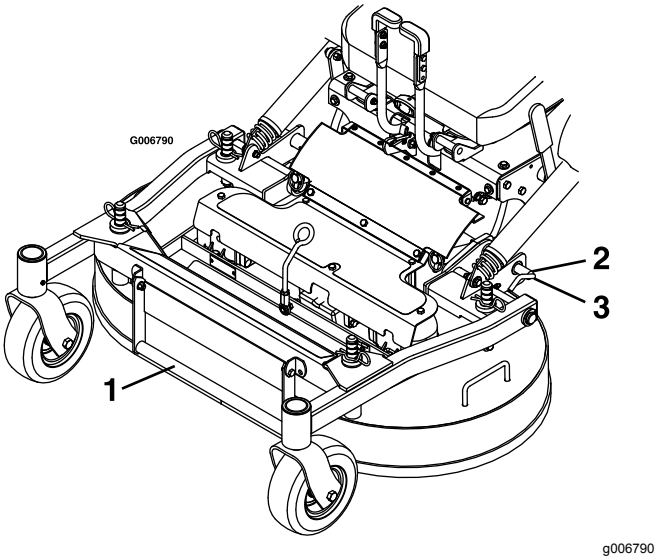

Figur 11
5. Frigjør låsestiftene for klippeenheten på begge sider (Figur 11).
4. Skyv låsestiftene for klippeenheten innover og drei dem forover for å låse klippeenheten i senket stilling (Figur 11).